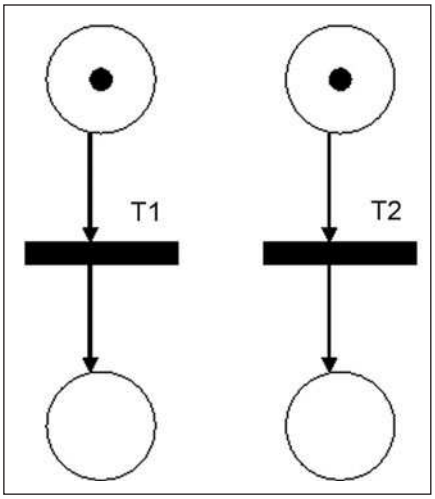

Figura 5: concorrenza.
- Concorrenza: due transizioni si dicono in concorrenza quando non interagiscono tra di loro, ossia quando, con entrambe abilitate, lo scatto di una non influisce sull'abilitazione dell'altra. Anche in questo caso si distingue tra concorrenza strutturale e concorrenza effettiva: la prima si ha quando le transizioni non condividono alcun posto d'ingresso e pertanto tale situazione può essere dedotta da un'analisi statica della rete; si ha invece concorrenza effettiva quando, in una data marcatura M, entrambe le transizioni sono abilitate. La situazione di **figura 5** è sia di concorrenza strutturale che effettiva.